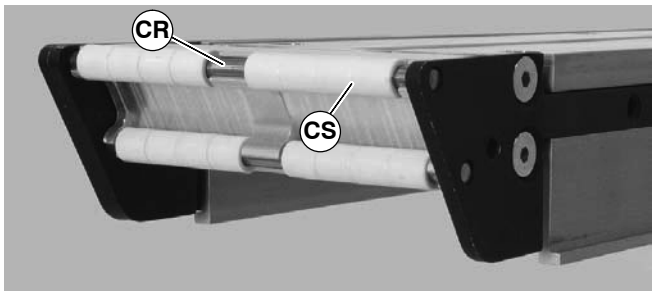

Figure 60
3. Slide bearing rods (CR of Figure 60) out side of conveyor and replace bearings (CS) as necessary.